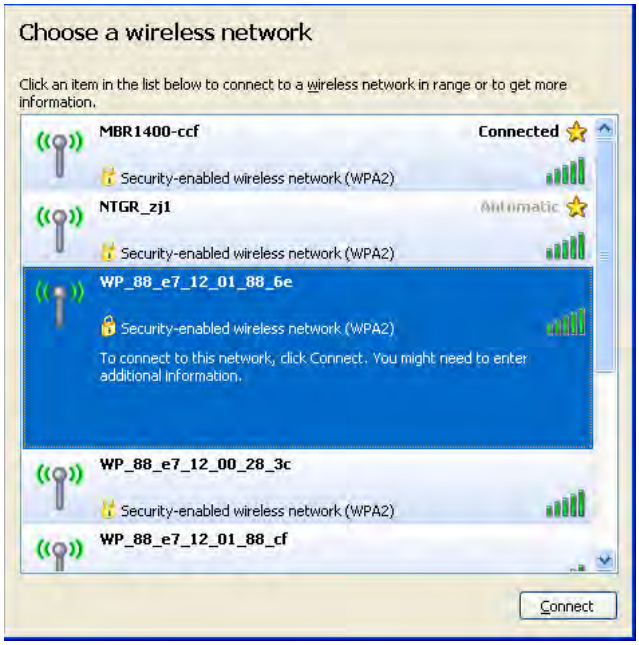

Figure 11 - Select Appliance
2. Select the appliance from the list. It will be identified with the characters of the MAC ADDRESS but with different punctuation (ex. WP_88_e7_12_01_88_6e). Select the appliance, then click "Connect". If the appliance is not listed, you may need to refresh the list of available wireless networks (see Figure 11).